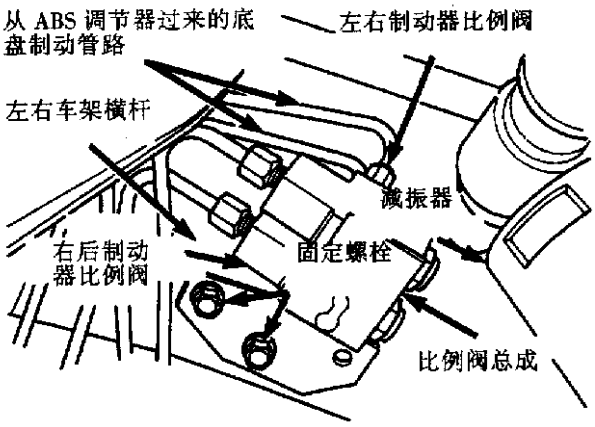

图10-15　后制动器比例阀和制动管
①路试汽车，确定汽车是否真正显示出后轮ABS循环过度。ABS使两个后轮同时循环，必须检测总成中的两个比例阀(图10-15)。
②从比例阀上拆下从ABS调节器出来的一根底盘制动管路(图10-15)。
③从比例阀上拆下至汽车后轮的液压制动管。
④拆下将比例阀固定到车架上的两个螺栓(图10-15)。
⑤小心放低比例阀以安装比例阀检测装置。